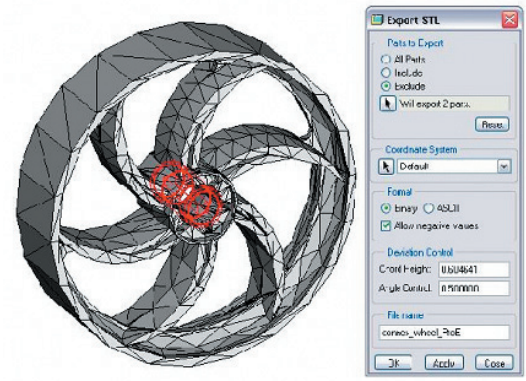

Figure 20: Export STL settings for assemblies and the resulting model saved
2. From the Type pull-down menu, select STL. The Export STL dialog box appears. In addition to the settings used when exporting a *part* STL, this dialog box enables you to specify the parts of an assembly to either include or exclude from the resulting STL file. In the dialog box shown in Figure 20, one of the parts of the assembly (the tire) has been excluded, leaving two parts (the hub and the main wheel) to be exported to the STL file. The model resulting from these settings (when you click **OK**) is shown on the left.